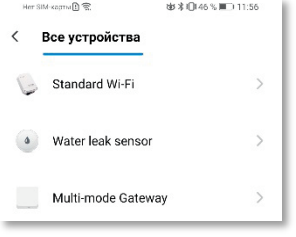

Рисунок 20.
6) Далее выберите устройство, которому нужно передать сигнал затопления – «**Standard Wi-Fi**» (рис. 20).